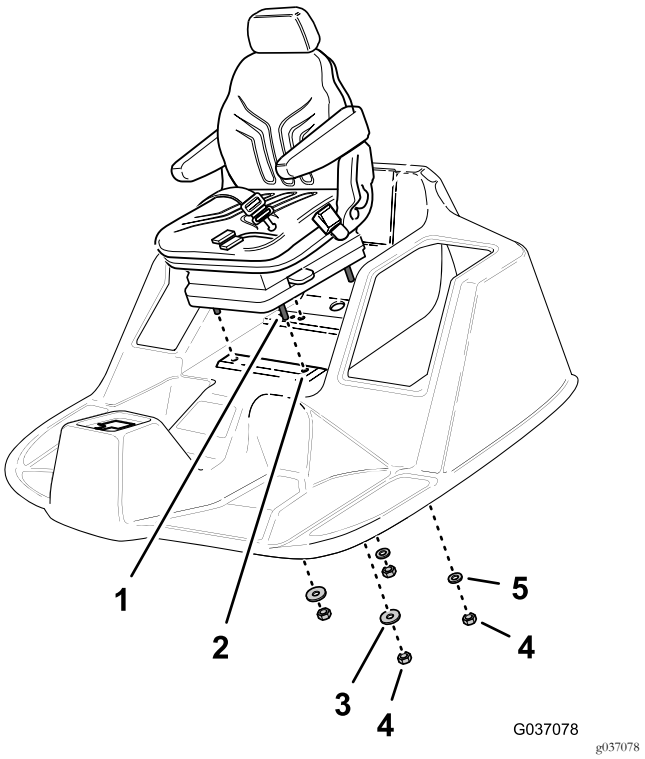

Bild 15
3. Fluchten Sie die vier Kopfschrauben (8 mm x 40 mm) des neuen Sitzes mit den Löchern in der Bedienerplattform aus (Bild 15).
5. Setzen Sie die zwei Sicherungsmuttern (8 mm) und zwei Scheiben (5/16" x 1") an den zwei vorderen Kopfschrauben mit der Hand ein (Bild 15).
6. Setzen Sie die zwei Sicherungsmuttern (8 mm) und zwei Scheiben (8 mm x 17 mm) an den zwei hinteren Kopfschrauben mit der Hand ein (Bild 15).
6. Setzen Sie die zwei Sicherungsmuttern (8 mm) und zwei Scheiben (8 mm x 17 mm) an den anderen zwei Kopfschrauben mit der Hand ein (Bild 15).